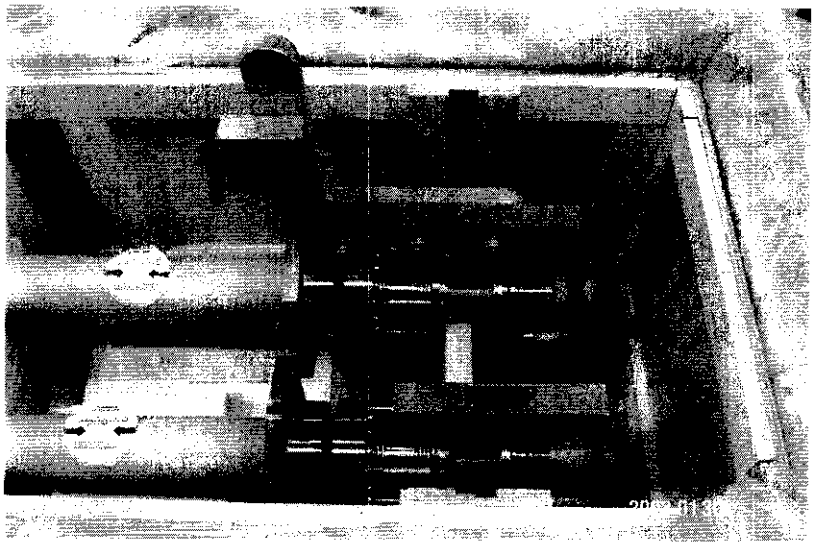

Figure 1.6 The lifting/insertion tool bolted to a power lead.
1.6 Attach the lifting/insertion tool to the lead flag as shown in Figure 1.6 and lift the lead from the steel table where the preliminary leak check was performed.